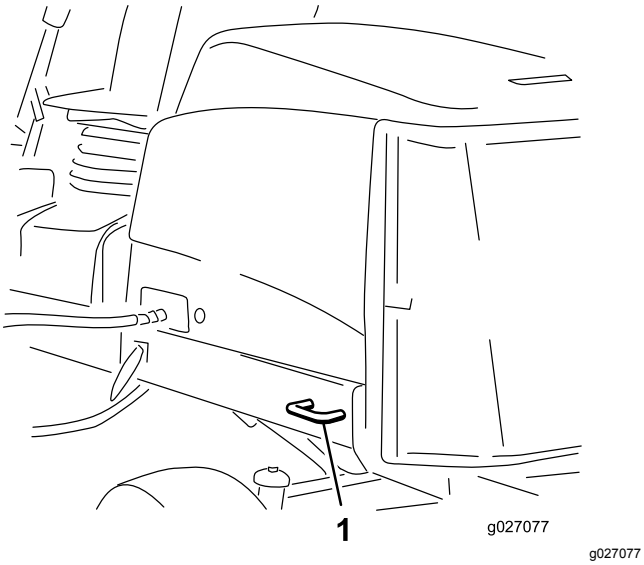

Figur 42
- Bak – på båda sidor av maskinen, på den bakre ramen (Figur 42)